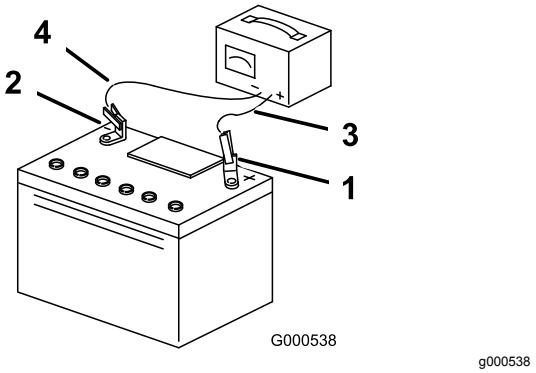

Figur 47
3. Når batteriet er helt oppladet, kobler du laderen fra strømuttaket, og deretter laderledningene fra batteripolene (Figur 47).